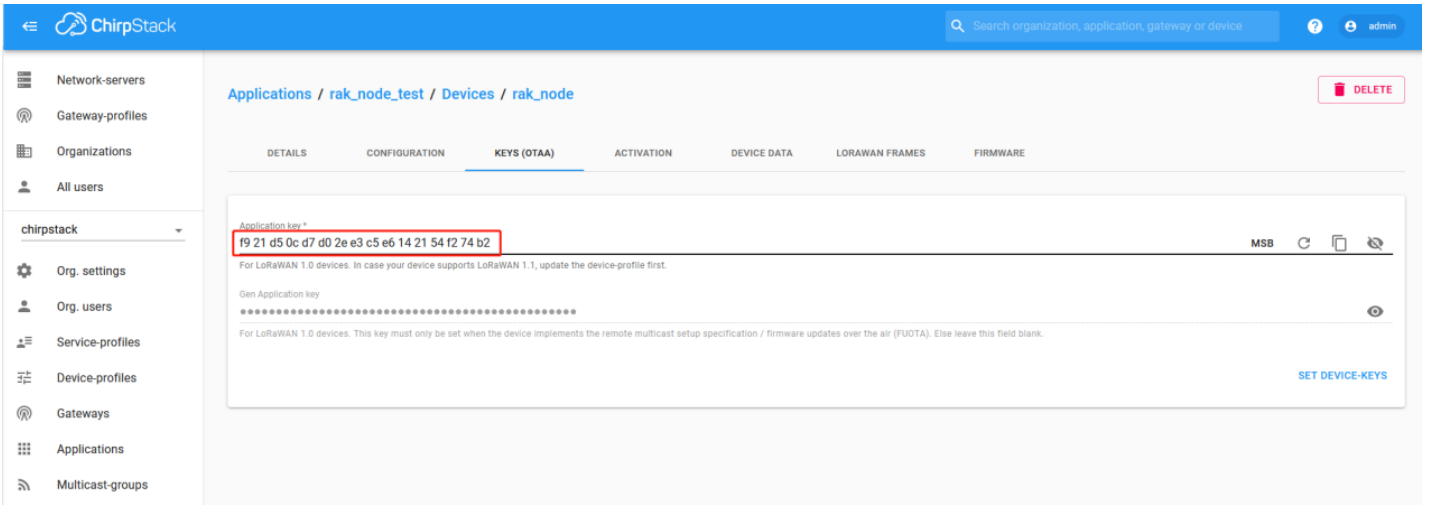

Figure 37: Application Key Associated with the New Device
4. To end the process, it is a good practice to review that the Application Key is properly associated with this device. The Application Key can be verified in the **KEYS(OTAA)** tab as shown in Figure 37.